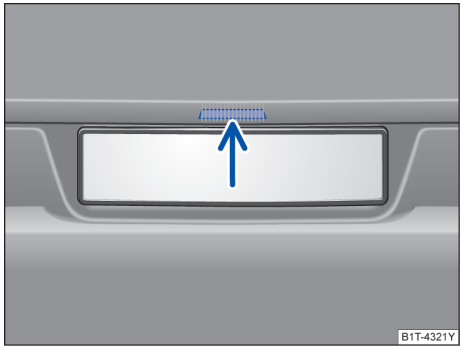

图 65 从车外打开行李厢盖
钥匙在行李厢盖的有效范围内，可以直接通过行李厢盖上的按钮打开后盖→图 65 ▶
– 向上拉起图示按钮→ 图 65，打开行李厢。